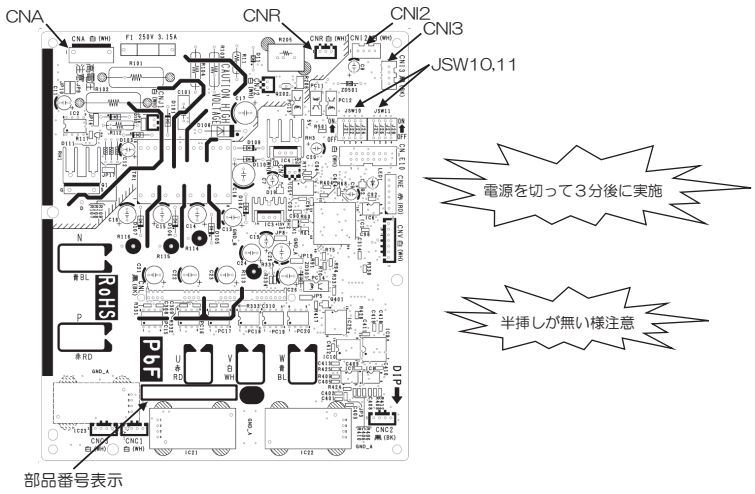
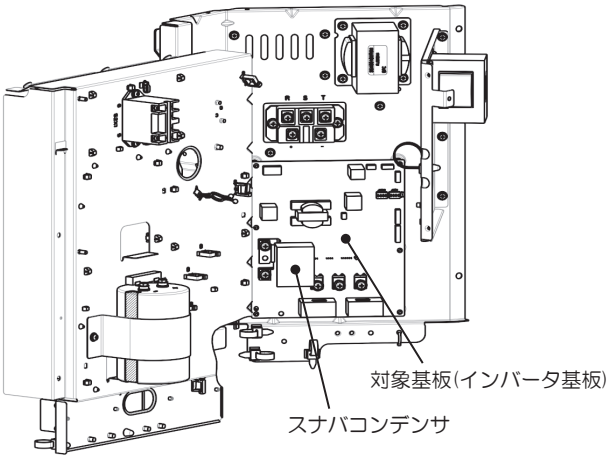

図１．対象基板（インバータ基板）の部品配置図
図５．制御面を開き,対象基板が見える状態
下記の要領でインバータ基板（図１）の交換を行ってください。インバータ基板搭載箇所は図５を参照してください。
5) 図５のように制御面を開き，対象基板（インバータ基板）に接続されたコネクタ（図１参照），スナバコンデンサ（図５参照），ハーネス（P，N，U，V，W線）を外し，対象基板（インバータ基板）を交換してください。